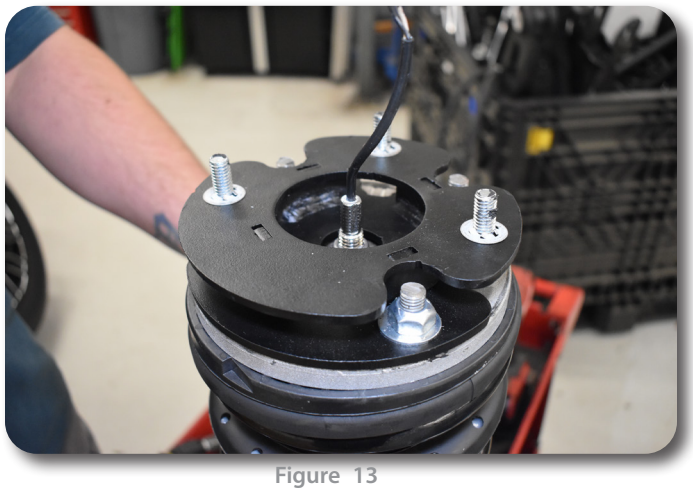

Figure 13
16. Install the top spacer to the top hat using the factory hardware. Figure 13